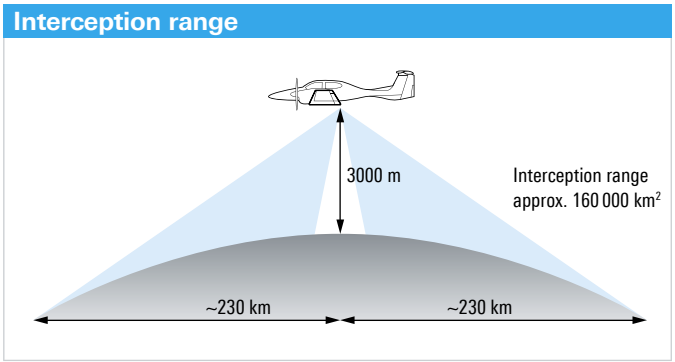

Fig. 2 An airborne radiomonitoring system has greater coverage, substantially increasing the signal interception range.
- Unobtrusive monitoring of large territories thanks to the extensive interception range (Fig. 2)